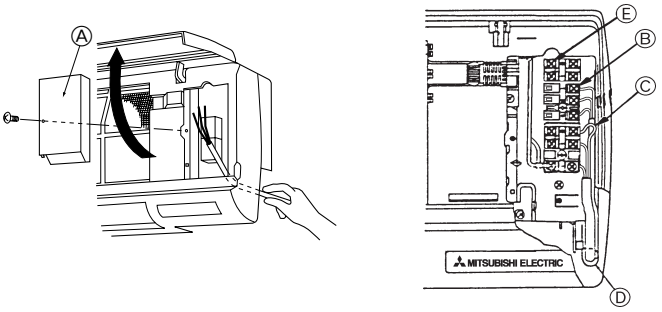

Fig. 6-1
6.1. Внутренний прибор (Fig. 6-1)